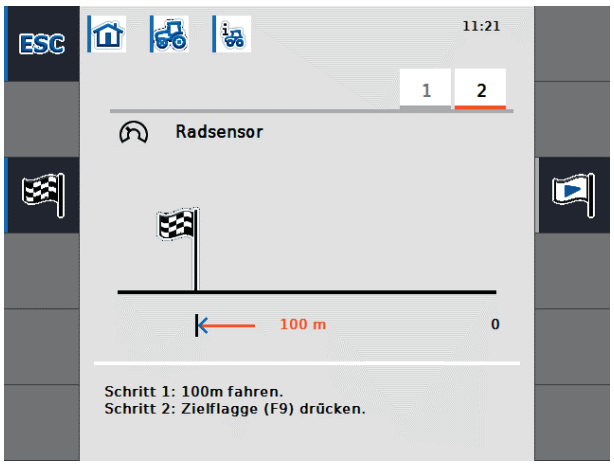

Abbildung 8-20: Kalibrieren – Ziel
- Fahren Sie die Strecke von 100 Metern und drücken Sie die Funktionstaste F9 „Zielflagge“ (vgl. Abbildung 8-20).